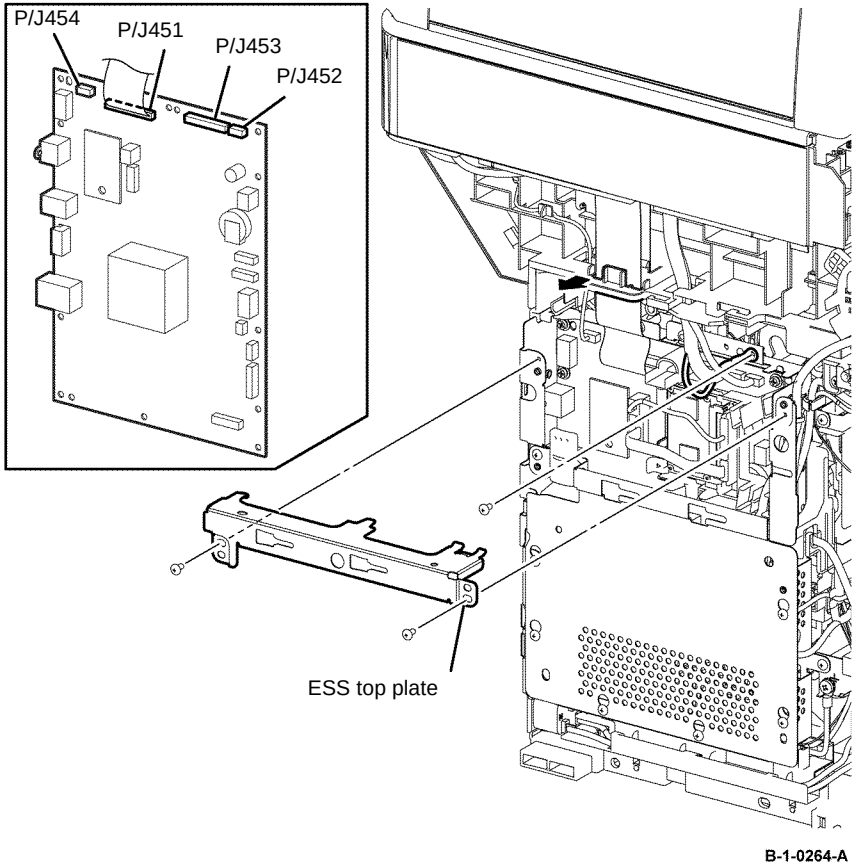

Figure 2 Scanner assembly disconnect
11. Remove two screws (silver, M3, 6mm), then remove the ESS top plate, Figure 2.
12. Disconnect, PJ451, PJ452, PJ453, and PJ454 from the ESS PWB. Release the ribbon cable from the hole on the frame and from the harness guide, Figure 2.
13. Remove one screw (silver, M3, 6mm) that fixes the grounding wire, and then remove the grounding wire, Figure 2.